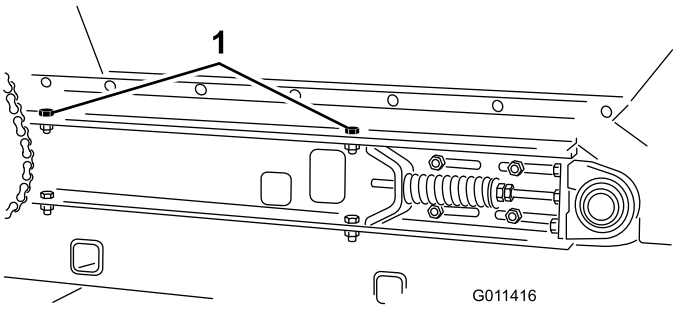

Figur 32
4. Fjern de (2) maskinskruer, skiver og møtrik på hver side af maskinen, der fastgør tragtbeholderen til glideladet (Figur 32).